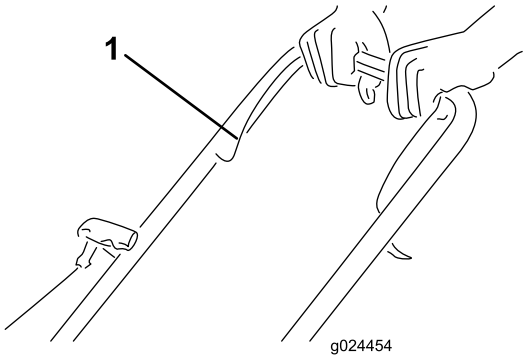

Figur 12
1. Håll knivstyrstången mot handtaget Figur 12).